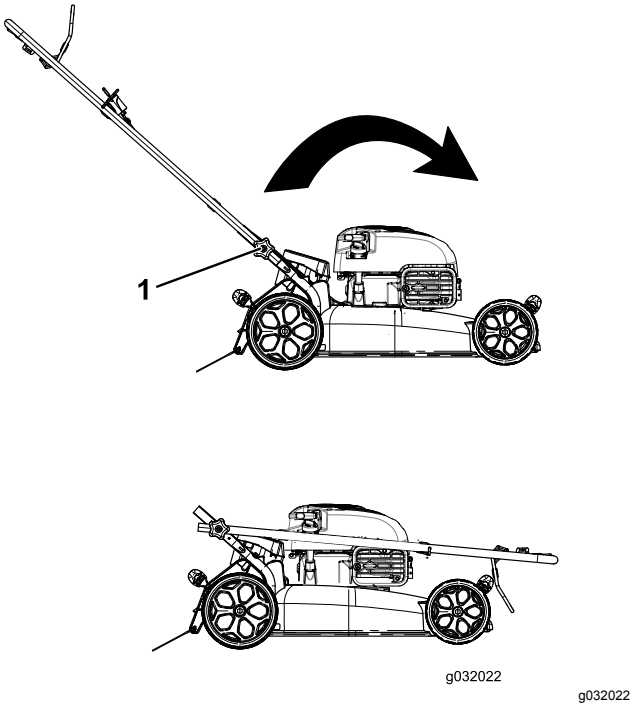

Figur 22
2. Lossa handtagsreglagen tills du kan röra handtaget fritt (Figur 22).
1. Handtagsreglage (2)
3. För handtaget framåt enligt Figur 22.